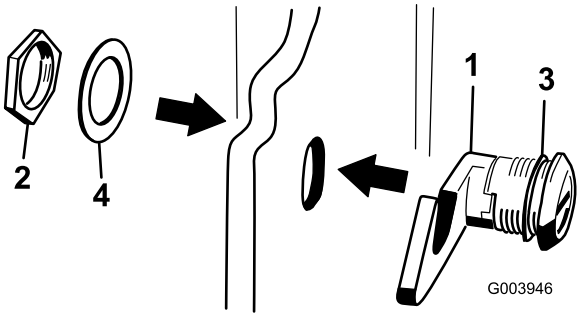

Rysunek 16
3. Zdejmij nakrętkę z zestawu zatrzasku maski (Rysunek 16).